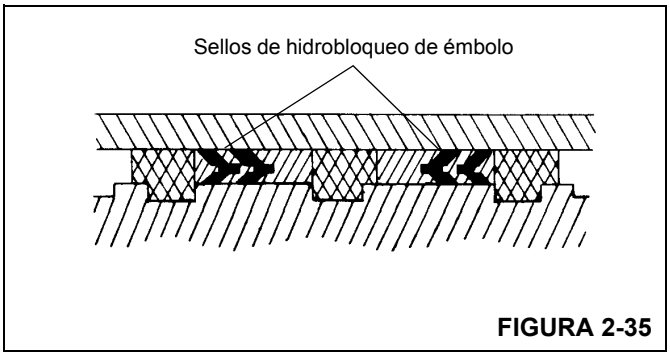

FIGURA 2-35
19. Instale los sellos de hidrobloqueo y anillos de desgaste en el émbolo (Figura 2-35).